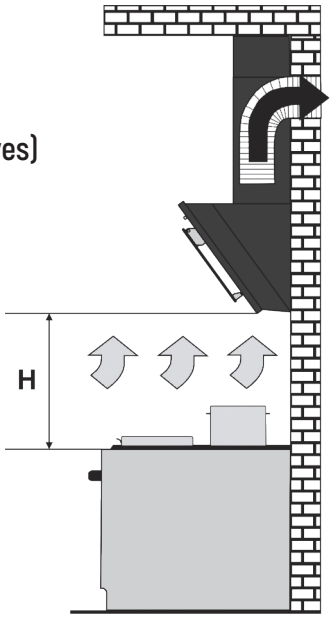

Fig. 1
☑ **air exhaust** with corrugated aluminium/plastic air ducts **(Ø 150 mm or 120 mm) into a stationary kitchen air shaft (chimney) (Fig. 1);**
1.11 Caution! Install the hood on a wall at 650-750 mm above an electric stove. As for a gas stove, install the appliance at 750-850 mm above a cooktop (Fig. 1).
4.5 When the cooker hood is installed above a stove at appropriate **installation height H (Fig. 1)** use an air **duct Ø150 / Ø120 mm** to exhaust air into a chimney. Lesser diameter will cause an additional resistance to air leading to increased noise, vibration and motor overheating.
- ☑ **air exhaust into a kitchen chimney (Fig. 1);**